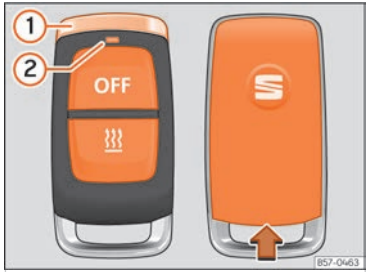

Fig. 93 Auxiliary heating: radio remote control.
When the buttons are pressed, the LED on the remote control ››› Fig. 93 ② gives the user a range of information:
- Secure the remote control with the chrome pin ››› Fig. 93 ① vertically facing upwards.
- Insert a suitable tool, e.g. a screwdriver, into the indentation in the remote control housing, in the direction of the arrow ››› Fig. 93.
- Slide the cover in the direction opposite to the arrow until it clicks into place ››› Fig. 93.